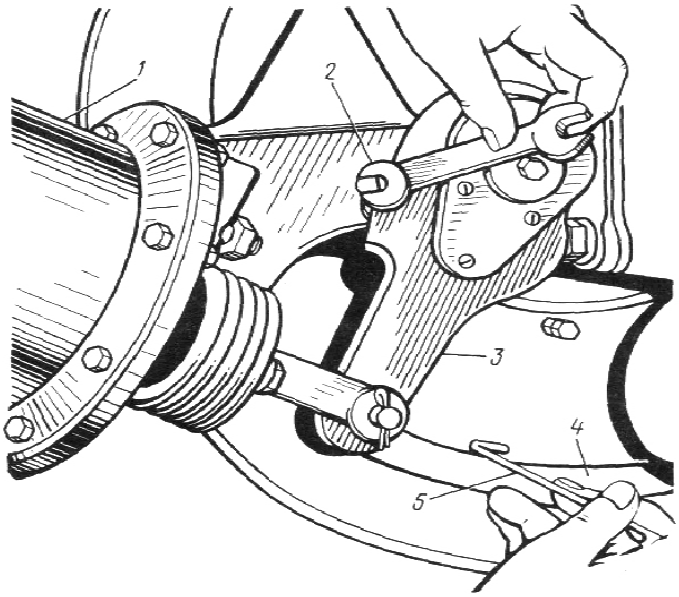

Рис. 39. Проверка и регулировка колесных тормозных механизмов:
42. Отрегулировать зазор между тормозными колодками и барабаном, для чего вращая тормозной барабан 4 (рис. 39).провернуть червяк 2 регулировочного рычага 3 по часовой стрелке до начала затормаживания барабана колодками.